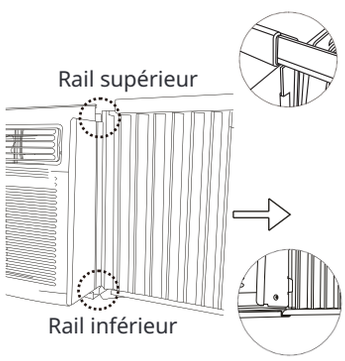

Fig.3
C. Une fois que le panneau a été installé sur le côté del'armoire, assurez-vous qu'il est bien fixé à l'intérieurdu canal du cadre en effectuant de légères ajustements.Faites glisser les extrémités supérieure et inférieure ducadre dans les rails supérieur et inférieur de l'armoire. Fig.3.